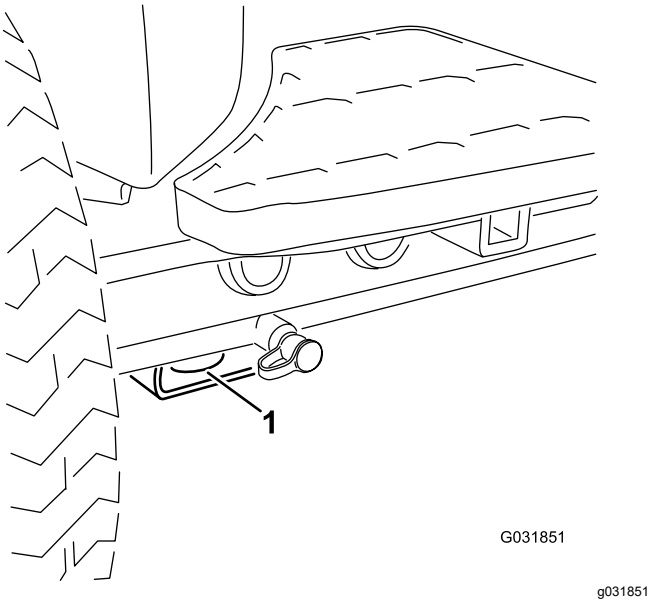

Figure 56
- Front—the hole in the rectangular pad, under the axle tube, inside each front tire (Figure 56)